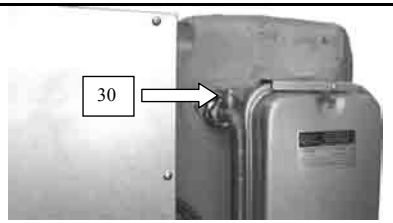

Fig. 6.3
4. Loosen the storage tank air purge valve 30 in Fig. 6.3
4. Ослабьте развоздушник накопительного бака 30 на рис.6.3